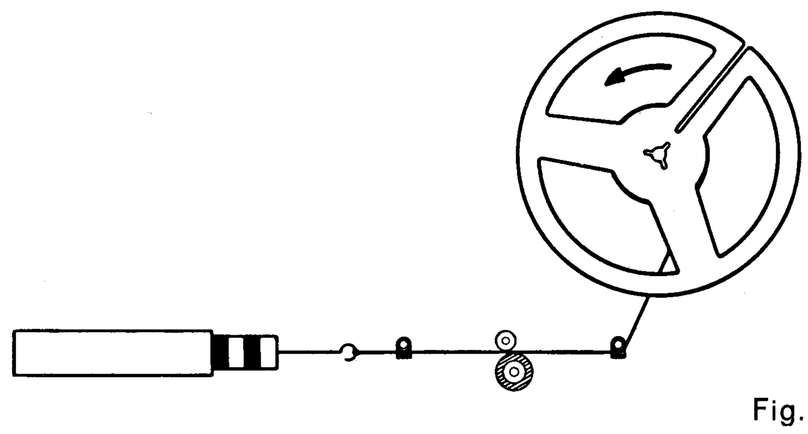

Fig. 8
4.1 Measuring the Winding Tension (see Fig. 8)